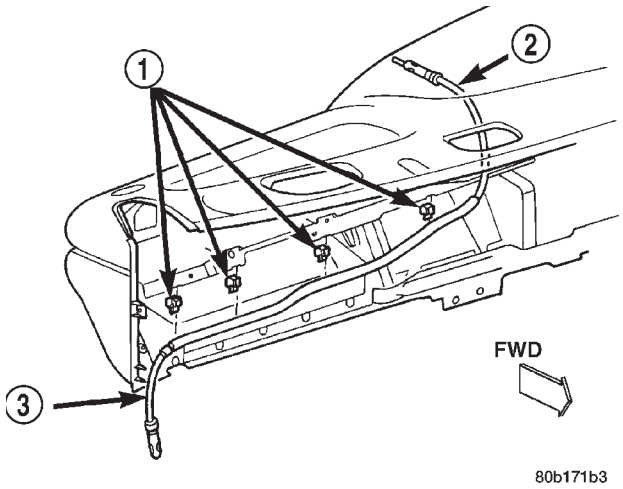

Fig. 7 ANTENNA CABLE ROUTING
(1) Disconnect and isolate the battery negative cable.
(2) Reach under the passenger side of the instrument panel near the right cowl side inner panel to disengage the coaxial cable connector from the retainer clip located on the bottom of the heater-A/C housing.
(3) Remove the foam tape to access the coaxial cable connector. Disconnect the connector by pulling it apart while twisting the metal connector halves. Do not pull on the cable.
(4) Securely tie a suitable length of cord or twine to the instrument panel half of the antenna coaxial cable connector. This cord will be used to pull or “fish” the cable back into position during installation.
(5) Roll down the glove box from the instrument panel. Refer to Body, Instrument Panel for the procedures.
(6) Reach through the glove box opening to disengage the antenna cable from the retainer clips on the back of the instrument panel (Fig. 7).
(7) Remove the radio receiver from the instrument panel. Refer to Audio, Radio for the procedures.
(8) Pull the antenna cable out through the radio receiver opening in the instrument panel.
(9) Untie the cord or twine from the instrument panel antenna cable connector, leaving the cord or twine in place of the cable in the instrument panel.
(10) Remove the antenna cable from the instrument panel.